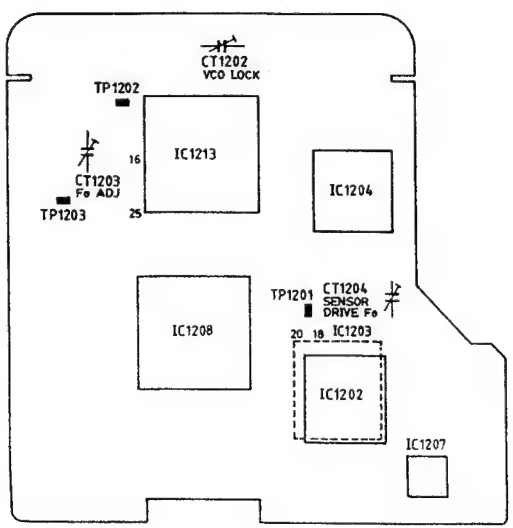

Fig. 4-6 Process (PC) Circuit Board
(1) Subcarrier Frequency Confirmation (Fig. 4-6)
(2) VCO Lock Voltage Confirmation (Fig. 4-6)
(3) Sensor Drive Pulse Frequency Confirmation (Fig. 4-6)